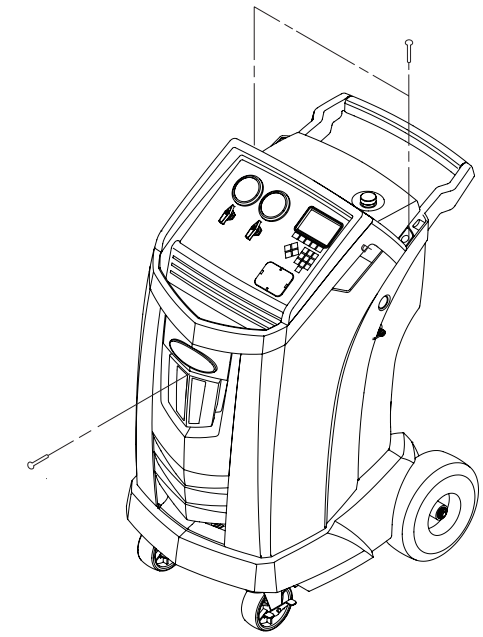
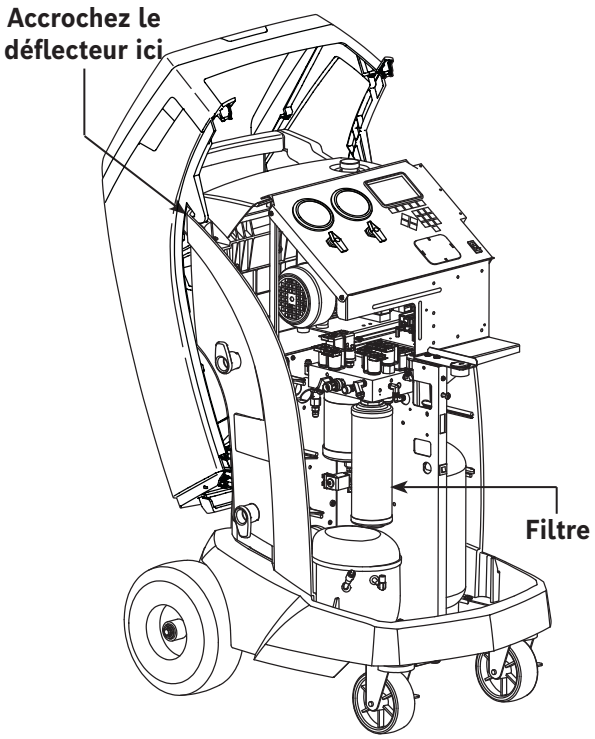

Figure 6
Figure 7
Remarque : L'accès à la fente pour carte SD peut nécessiter le retrait du déflecteur. Reportez-vous à la Figure 7 à la page 23.
Éteignez la machine. Enlevez la bouteille de vidange d'huile. Enlevez les vis de fixation du déflecteur. Reportez-vous à la Figure 6.
3. Accrochez le déflecteur à l'arrière de la machine comme indiqué à la Figure 7.
6. Installez le filtre neuf en le vissant en place dans le sens horaire. Veillez à ce que le filtre est positionné correctement comme indiqué à la Figure 7. Serrez le filtre à 20 Nm.
3. Enlevez et stockez le déflecteur comme indiqué à la Figure 6 et la Figure 7.
3. Enlevez les vis de fixation du déflecteur. Reportez-vous à la Figure 6.
4. Accrochez le déflecteur à l'arrière de la machine comme indiqué à la Figure 7.